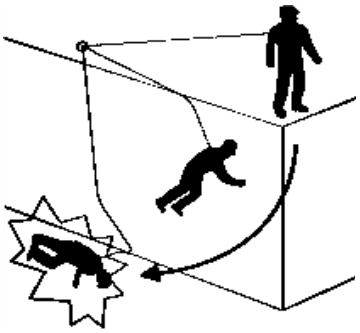

Figure 3
8. **Swing Down / Swing Back** (Figure 3 & 4)